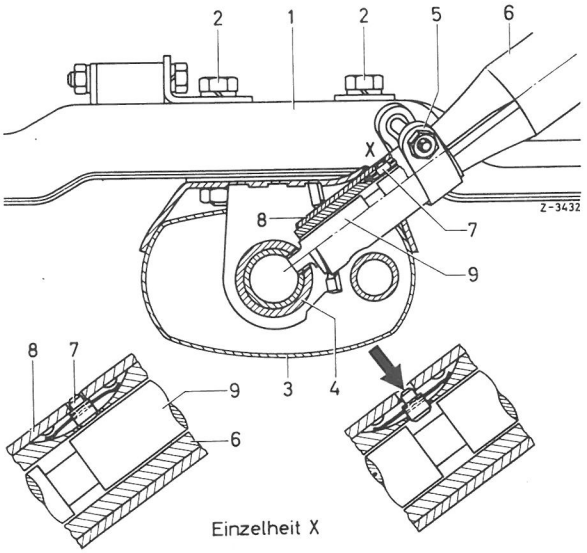

Fig.46-8/6
8 Låsestift (7)trykkes med en 5 mm tyk dorn ind(se pil i fig. 46-8/6),ratlåsen drejes og tages ud af holderen (8)og uden at beskadige rosetten.